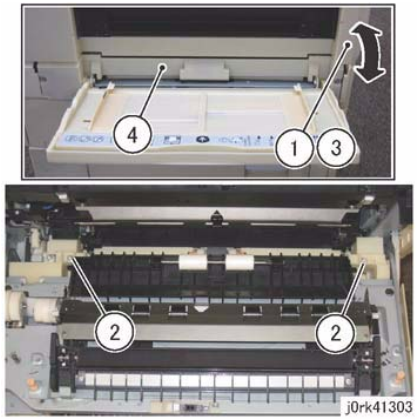

Figure 1 MSI Top Cover Removal
3. Remove the MSI Top Cover. (Figure 1)